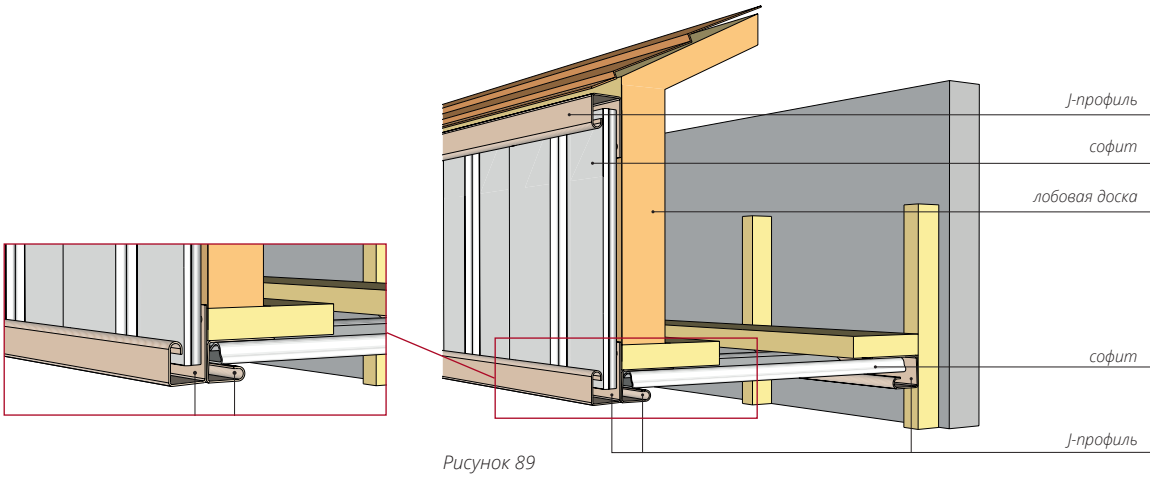

Рисунок 89
20.3 Наружный угол, описанный в п.20.2, можно заменить совмещенными между собой двумя J-профилями (рис. 89).